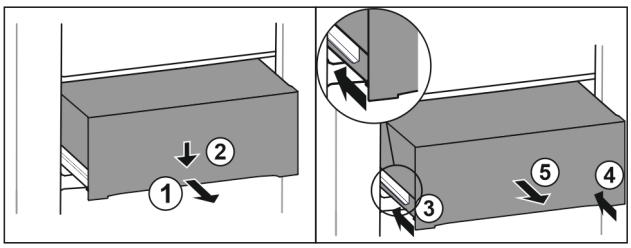

Fig. 140
▶ 将抽屉拉出一半。 *Fig. 140 (1)*
▶ 朝下按压正面的抽屉。 *Fig. 140 (2)*
▶ 将左侧轨道推入大约 2 cm。 *Fig. 140 (3)*
▶ 将右侧轨道推入大约 2 cm。 *Fig. 140 (4)*
▶ 朝前取出抽屉。 *Fig. 140 (5)*